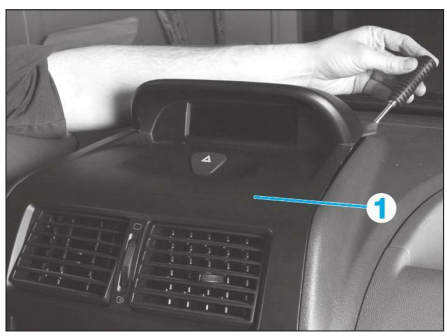

**Fig. 15**
• Dégrafer la garniture (1) de l'écran multifonction (avec ou sans navigation) **(Fig.15)**.